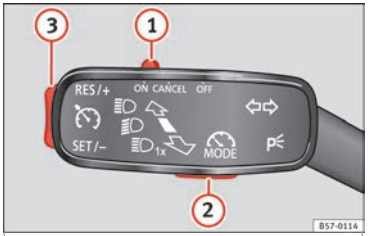
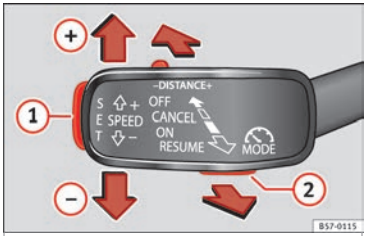

**Fig. 189** On the left of the steering column: control and buttons to operate the speed limiter.
**Fig. 190** On the left of the steering column: third lever for operating the speed limiter.
| Function | Position of the turn signal lever ››› Fig. 189 or the third lever ››› Fig. 190 | Effect |
If you wish to temporarily switch off the speed limiter, e.g. to overtake, move control ››› Fig. 189 (1) of the turn signal lever into position **CANCEL** or the third lever into pressure point **CANCEL** or press button (2) on any lever.